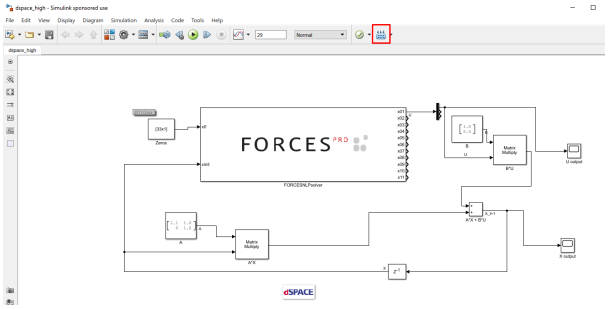

Figure 10.15: Compile the code of the Simulink model.
15. (Figure 10.15) Compile the code of the Simulink model. This will also automatically load the model to the connected MicroAutoBox.